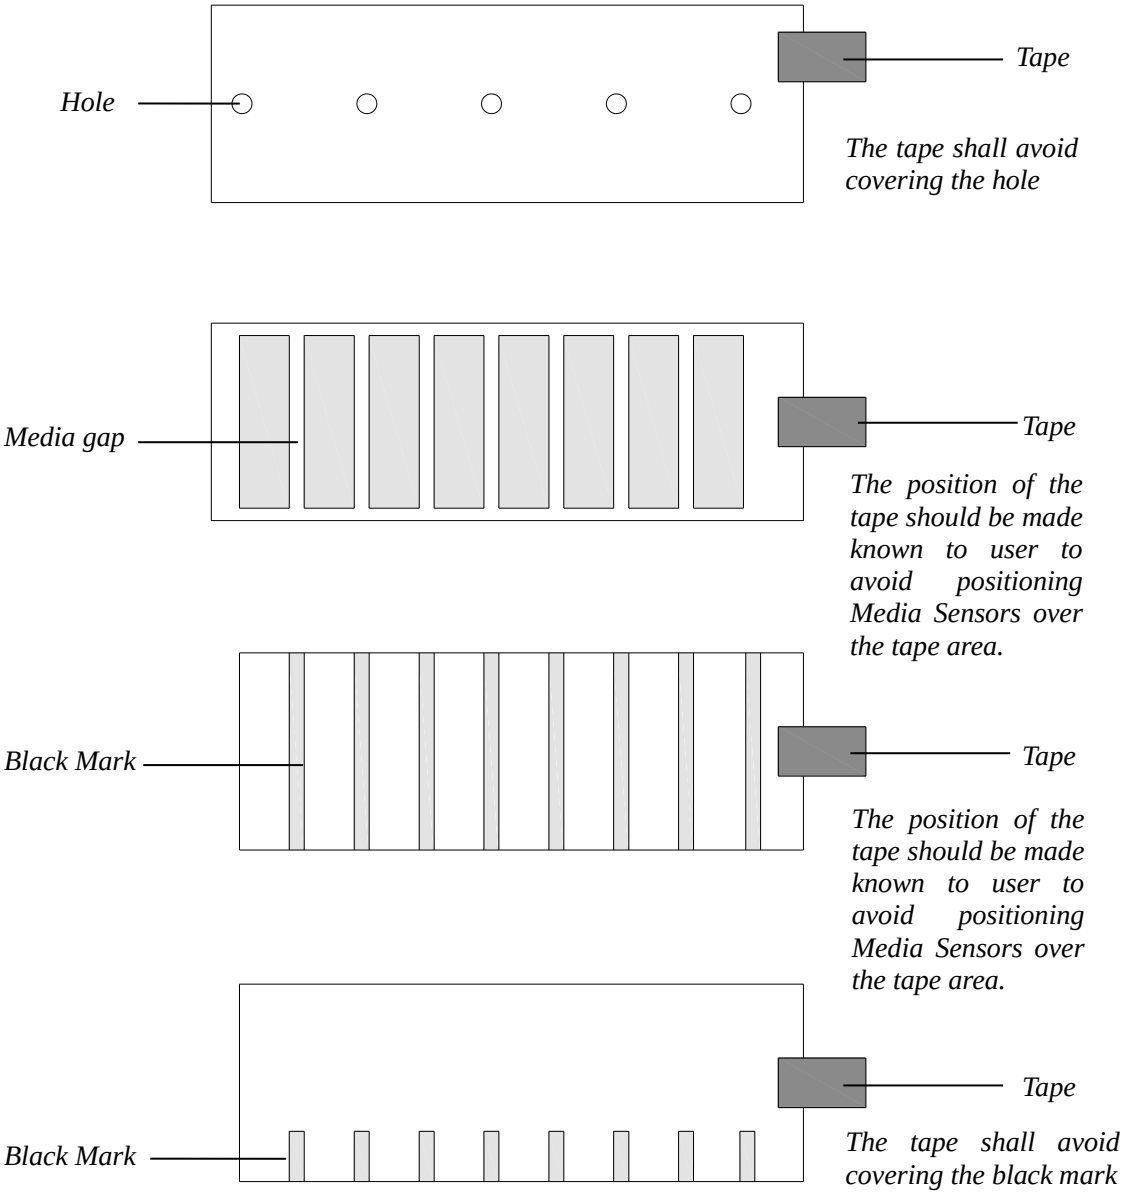

Figure 2-18 End-fixing Tape Position
- *When media rolls are produced, the media end would be fixed to the media core with duct tape or scotch tape. If your printer cannot detect the Media Out signal well, please refer to Figure 2-18 to check the position of the tape.*